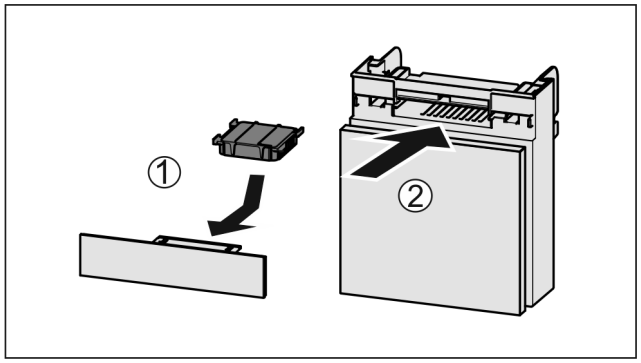

Fig. 180
▶ Actiefkoolfilter overeenkomstig afbeelding aanbrengen *Fig. 180 (1)*.
▶ Lade erin schuiven *Fig. 180 (2)*.